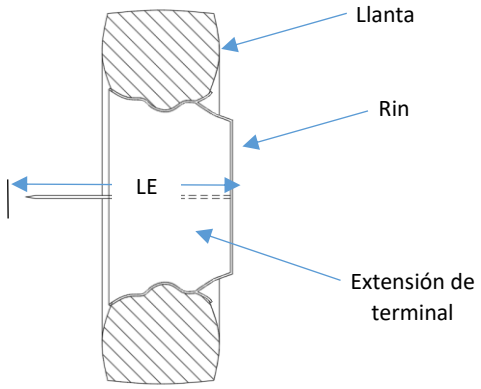

Figura 15. Longitud de extensión de terminal (LE)
Para determinar el valor objetivo, se debe medir la longitud de la extensión de la terminal de la rueda (ver figura 15).
9. En las ruedas del eje trasero, instale y mida las extensiones de la terminal (ver figura 15)